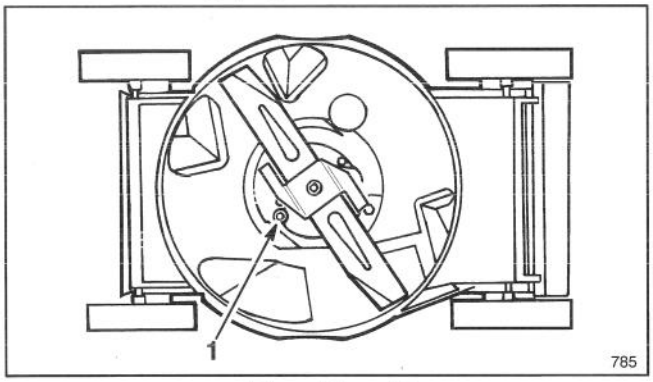

Afbeelding 11
3. Plaats de maaier op zijn rechterzijkant (Afb. 11).
5. Verwijder de aftapdop van de onderkant van de maaier met behulp van een 3/8" vierkantijzer (Afb. 11).